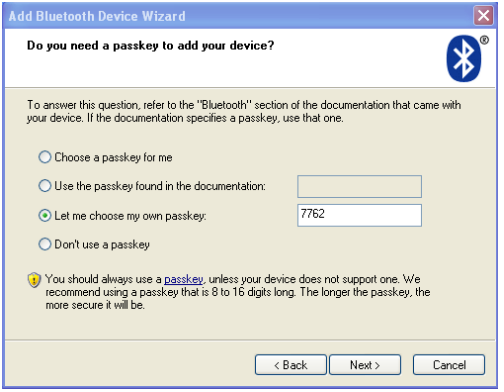

Figura 12
7) Selezionare "Let me choose my own passkey", inserire la password "7762" nella casella di testo che si trova a destra, quindi fare clic “Next” per visualizzare la finestra di dialogo come mostrato in Figura 12.